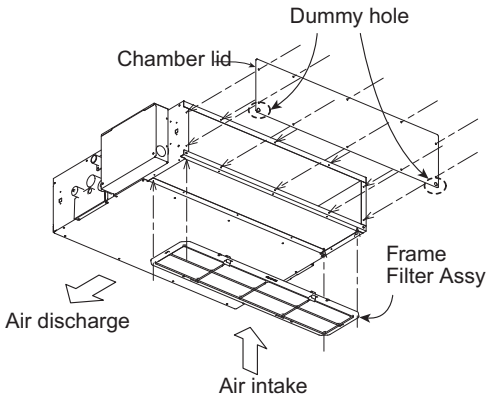

Fig. 2-137
(2) Refer to the diagram to attach the chamber lid and frame filter assy in the direction of the arrow. (Fig. 2-137)